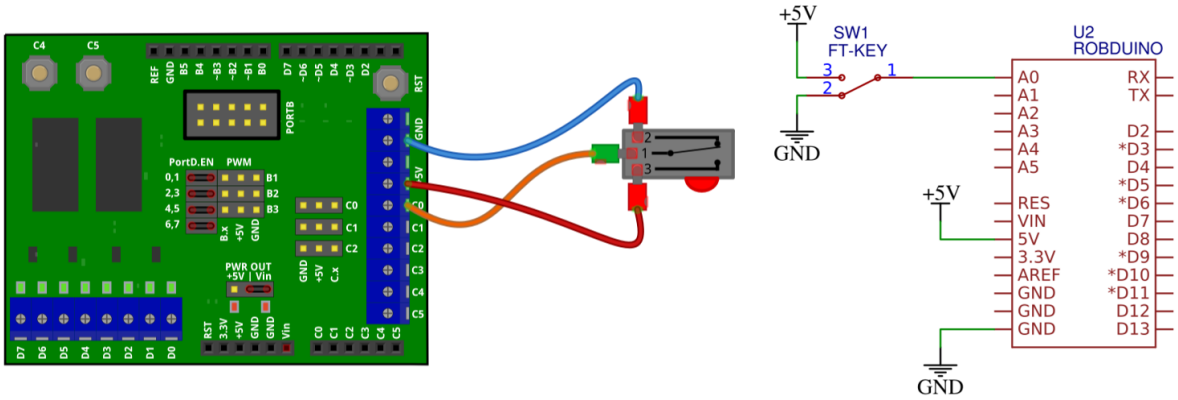

Figure 5: Priključitev tipke.
1. Priključite stikalo po shemi na fig. 5.